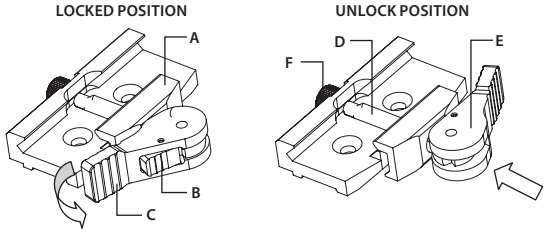

FIGURE 3-6. MOUNT. UNDERSIDE VIEW
1. Unlock the clamping device (A, see Figure 3-6) of the Clip-On mount by pushing down on the lever holders (B) and unlocking them (C).
2. Install the Clip-On on the Picatinny/Weaver rail so that the stop (D) slides into the transverse slots on the rail.
3. Affix the Clip-On to the rail by locking the levers (C).
2. With the clamping device unlocked (as shown in Figure 3-6), push the cam (E) towards the arrow, which will cause the nut (D) to slide out of its hole.
3. To tighten/ loosen the clamping device, push down on the cam (E) and turn the nut (F) CW/ CCW respectively, in one-two increments (see note below). Much like when the cam (E) is released, backward-moving springs will cause the nut (F) to slide back into its hole.
1. Install the bridge (B, Figure 3-6) on the bushes (I, Figure 3-6). After applying a small amount of thread-lock to the threads, install and tighten the screws (C, Figure 3-6) using a 3mm hex key.
2. Unlock the clamping devices (D, Figure 3-6). Install the extension mount (E, Figure 3-6) onto the Weaver rail of the bridge (B). Verify that the clamping device is secured to the extension mount. If necessary, adjust the clamping device as detailed in Part 3.1.3.